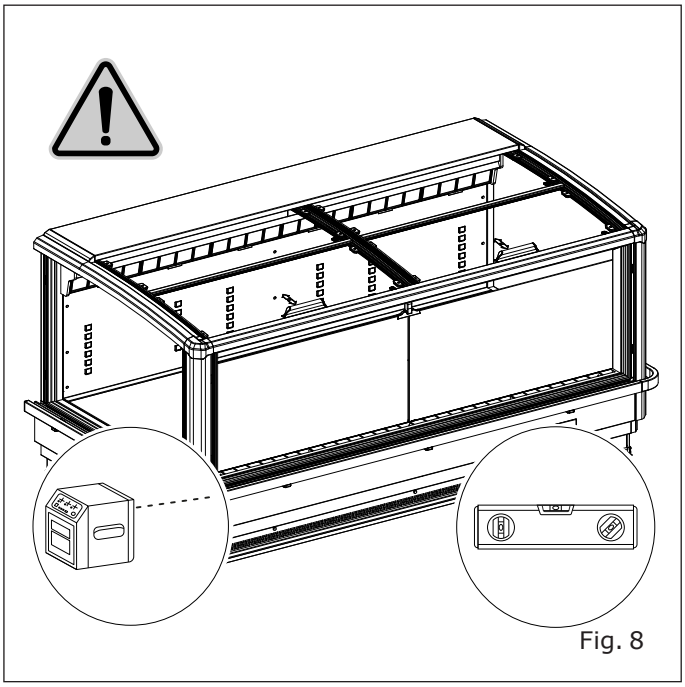

Fig. 8
- Sur un sol nivelé ("Fig. 8").